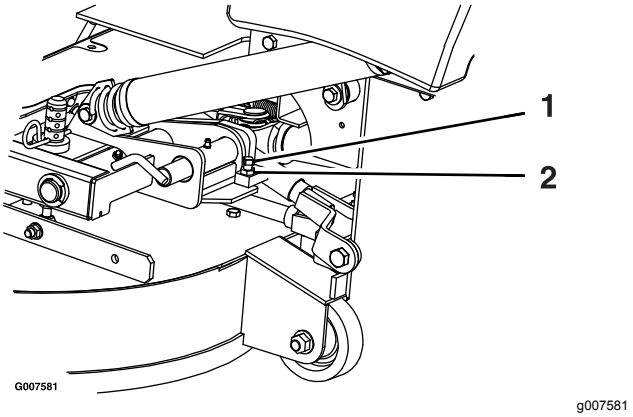

Figur 69
2. Løsn kontramøtrikken, og drej stopskruen med uret, indtil låsestiften er stram og ikke lader sig dreje med hånden (Figur 69).